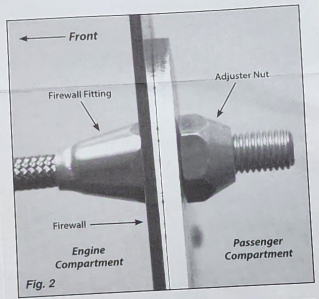

Fig. 2
Step 4: On the pedal end of the cable housing, remove the adjuster nut from the firewall fitting. Insert the firewall fitting through the firewall from the engine side, and reinstall the adjuster nut. ***Fig. 2***